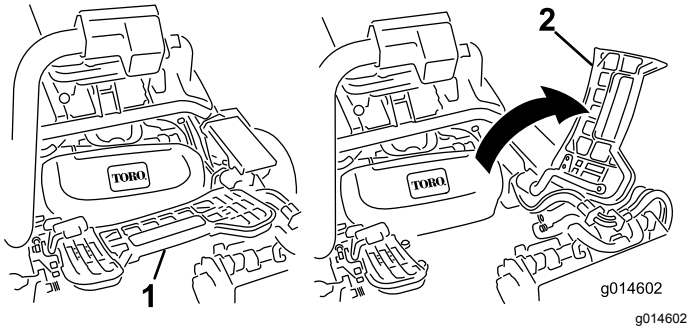

Figur 28
1. Hæv fodstøtten og vip den åben, så du får adgang til den midterste klippeenheds position (Figur 28).